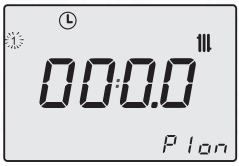
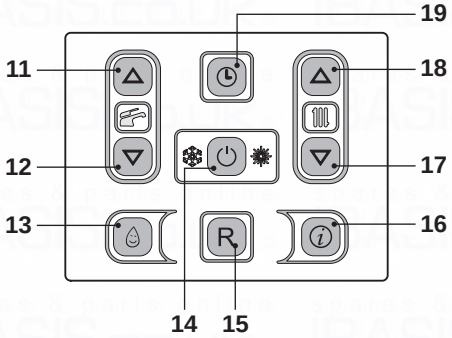

Fig. 2.13
Fig. 2.14
Enter ”programming mode” by holding down keys 18 and 19 for 5 seconds (Fig. 2.14) until the LCD display indicates the symbols shown in Fig. 2.13.
Press keys 11 or 12 (Fig. 2.14) to select the individual day (1)(2)(3)(4)(5)(6)(7) or if you want groups of days with the same time bracket scheduling, hold down key 11 until groups (1÷5), (1÷6), (1÷7), (6÷7) are displayed (flashing), then confirm by pressing key 14.